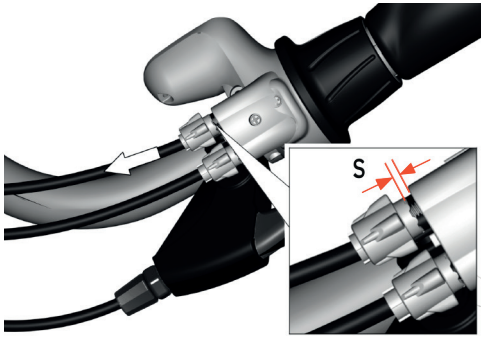

Afbeelding 41: Kabelspeling controleren
2. Kijk of er enige speling is (zie 'S' in afbeelding 41):